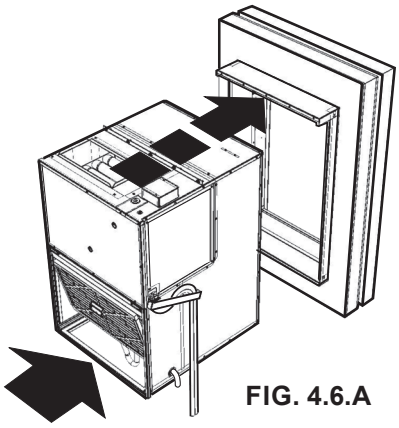

FIG. 4.6.A
c. Furnace module also can be removed separately (FIG. 4.6.C). Refer to section *"4.17.4.2 Furnace Module Removal".*